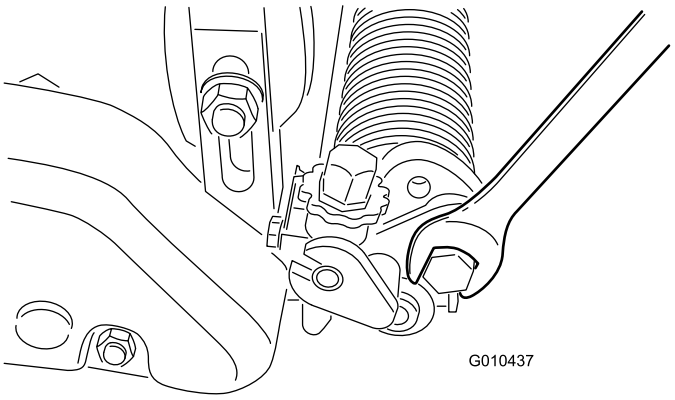

Figur 23
A. Løsn boltene på højre og venstre trimmerarm (Figur 23).